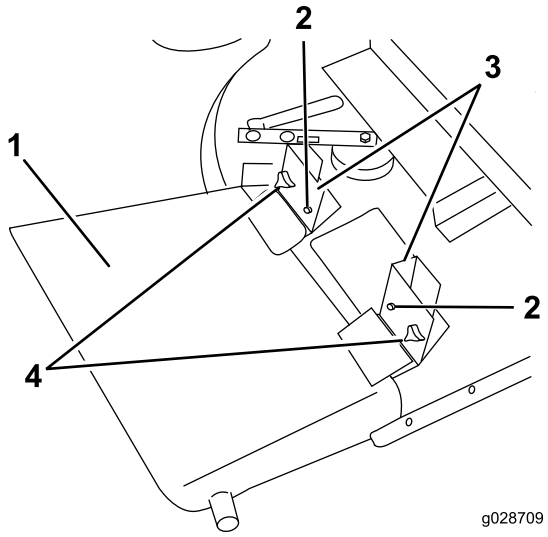

**Figura 20**
2. Deslice el deflector de hierba y los soportes de pivote en los pernos de alineación y sujételos a los soportes de montaje con pomos y arandelas (Figura 20).